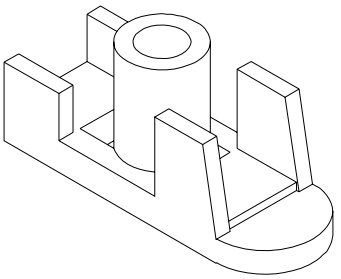
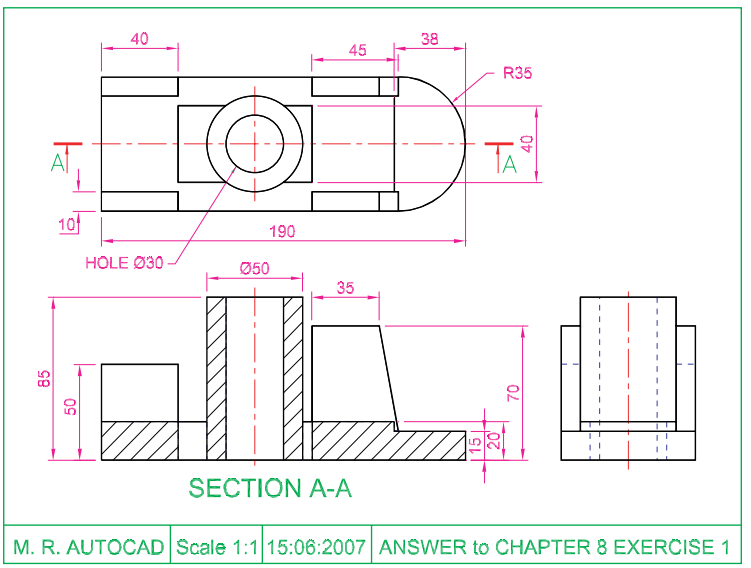

Fig. 8.19 Exercise 1 – a pictorial view
Fig. 8.20 Exercise 1
Seventh example – Advanced hatching (Fig. 8.20)
1. Fig. 8.19 shows a pictorial drawing of the component shown in the three-view orthographic projection in Fig. 8.20. Construct the three views, with the front view as a sectional view based on the section plane **A-A**.